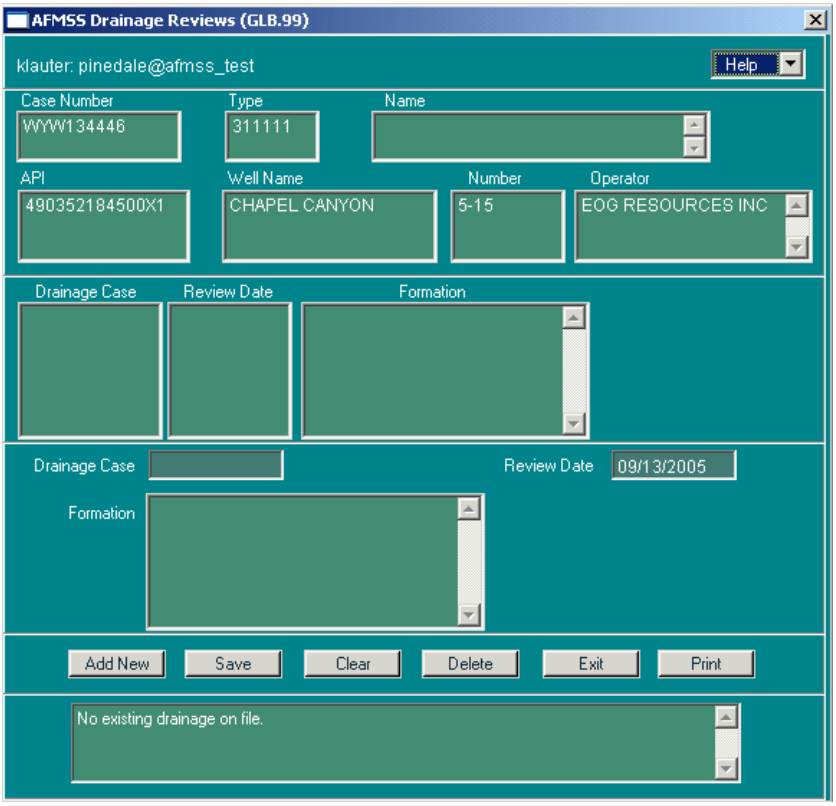

Figure 3-41: Non-Indian AFMSS Drainage Reviews (GLB.99) Window
4. Click the **Drainage** button to launch the *Non-Indian AFMSS Drainage Reviews (GLB.99)* window (Figure 3-41).